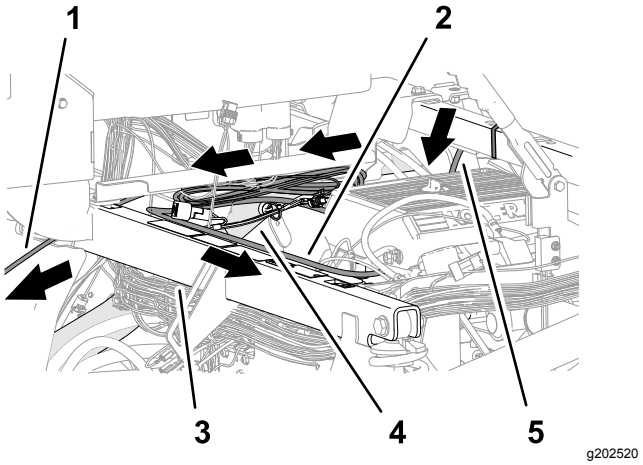

Figur 203
5. Før dataledningsnettet og batteriets ledningsnet hen over sædestøttens tværvange, og fastgør dataledningsnettets afgreningsledning på 390 cm til tværvangen med 2 kabelbånd (Figur 201 og Figur 203).
6. Før afgreningsledningen på 220 cm fra batteriets ledningsnet langs øverste højre rammerør (Figur 203).
7. Før afgreningsledningen på 220 cm fra batteriets ledningsnet hen over stødstøtterøret mod batteriet (Figur 203).
8. Før dataledningsnettets afgreningsledning på 220 cm (afgreningsledningen med stikket med 26 sokler) under kontrolkonsollen og fremad mod instrumentpanelet (Figur 203).